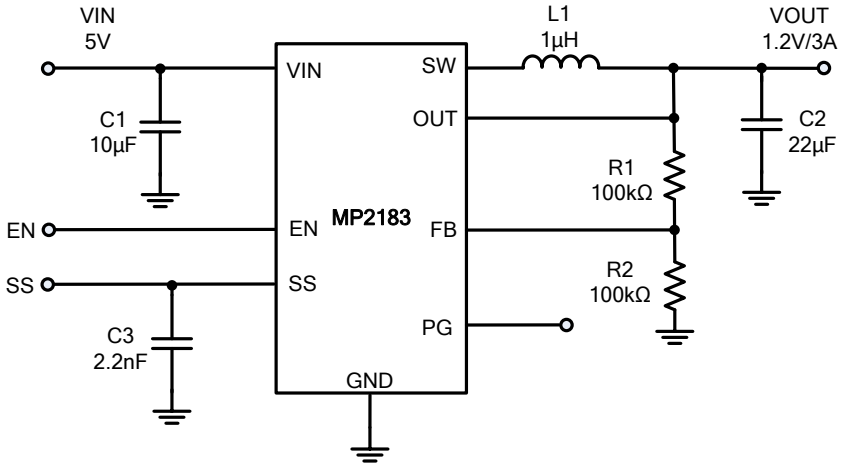

Figure 9: Typical Application Circuit
The external resistor divider sets the output voltage (see Figure 9). Select the feedback resistor (R1) that reduces the VOUT leakage current (typically 100kΩ to 200kΩ). There is no strict requirement on the feedback resistor. Select R1 to be greater than 10kΩ. R2 can then be calculated with Equation (2):